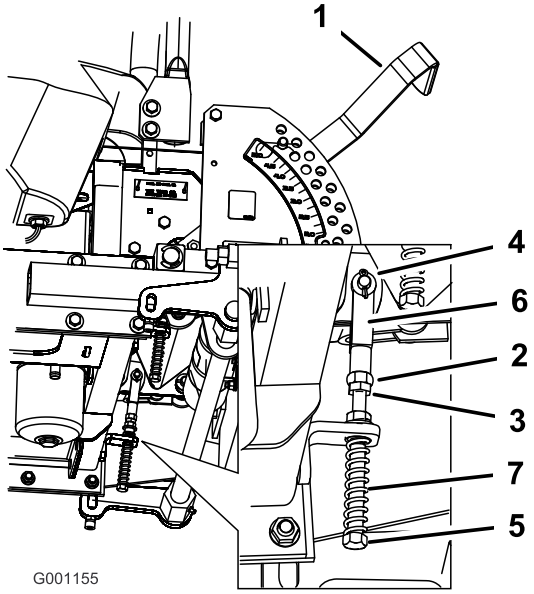

Figur 71
8. Lossa muttern och kontramuttern mot oket om justering krävs (Figur 71).
9. Dra rörelsereglaget något bakåt och vrid huvudet på justerskruven i rätt riktning tills rörelsereglagespaken är centrerad i det neutrala låsläget (Figur 71).
10. Dra åt muttern och kontramuttern (Figur 71).